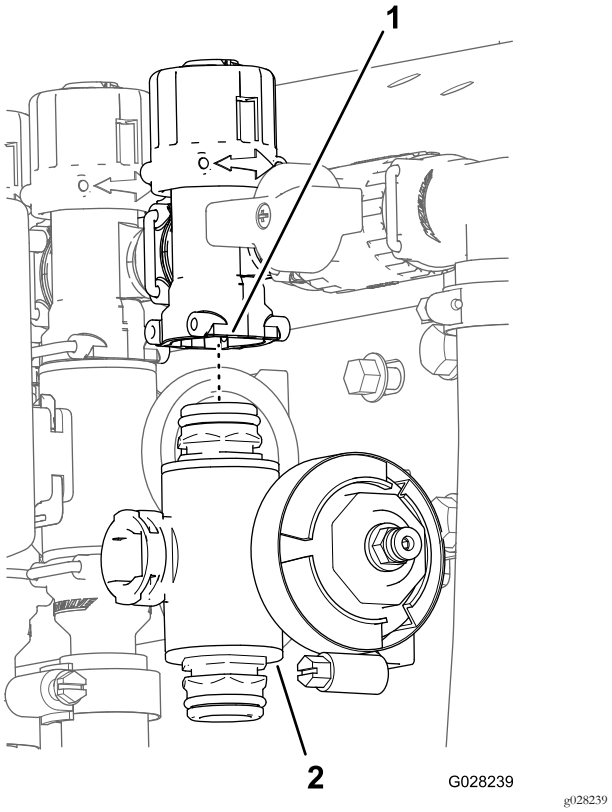

Figura 116
3. Retire o coletor da válvula de secção da máquina (Figura 116).